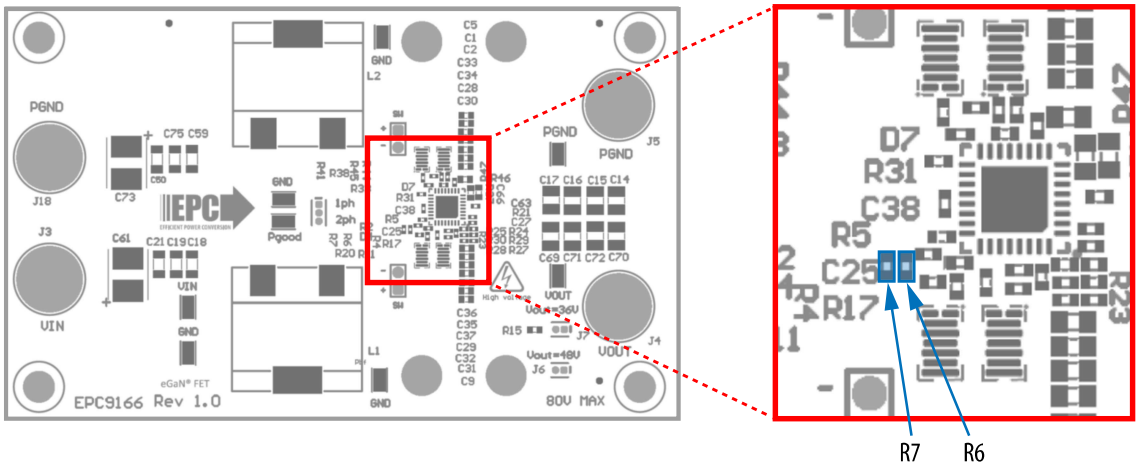

Figure 9: EPC9166 ULVO settings: location of R6 & R7
The input UVLO threshold voltage can be set by R6 and R7 as shown in Figure 9. The default values of Vuv are listed in table 1. If needed, a new UVLO voltage and hysteresis can be set by changing R6 and R7 using equation (1) and (2). Please refer to ISL81807 datasheet for more information.